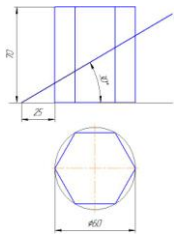

Рисунок 1 – Пересечение призмы проецирующей плоскостью
8. Построить комплексный чертеж призмы усеченной проецирующей плоскостью (рисунок 1). Определить натуральную величину фигуры сечения и построить развертку этих поверхностей.